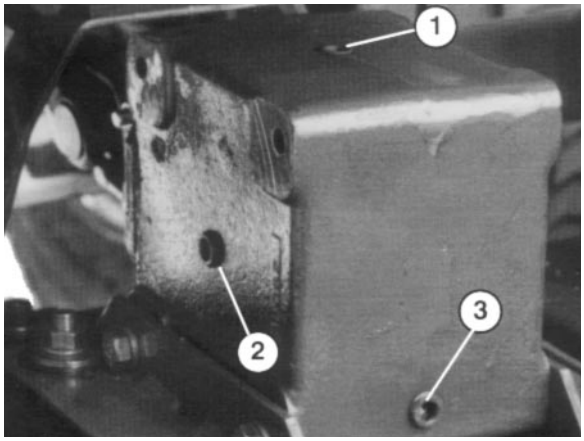

Afbeelding 8
2. Plaats de machine en de maai-eenheid op een horizontaal oppervlak en laat de maai-eenheid zakken. Verwijder de controleplug uit de zijkant van de tandwielkast (Afb. 8) en controleer of de smeer tot aan het gaatje zit. Indien het smeerpeil te laag is, moet de vuldop bovenop de tandwielkast verwijderd worden en voldoende SAE 80-90 W smeer toegevoegd worden totdat het smeer tot aan het gaatje aan de zijkant staat.